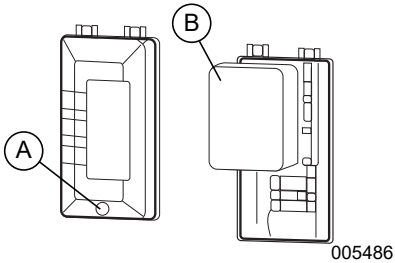

Figure 4-4. Filtre à air
1. Dévissez le boulon (A) et retirez le capot du filtre à air. Reportez-vous à la *Figure 4-4*.
2. Rincez le filtre (B) à l'eau savonneuse. Essorez-le dans un chiffon propre, SANS LE TORDRE.